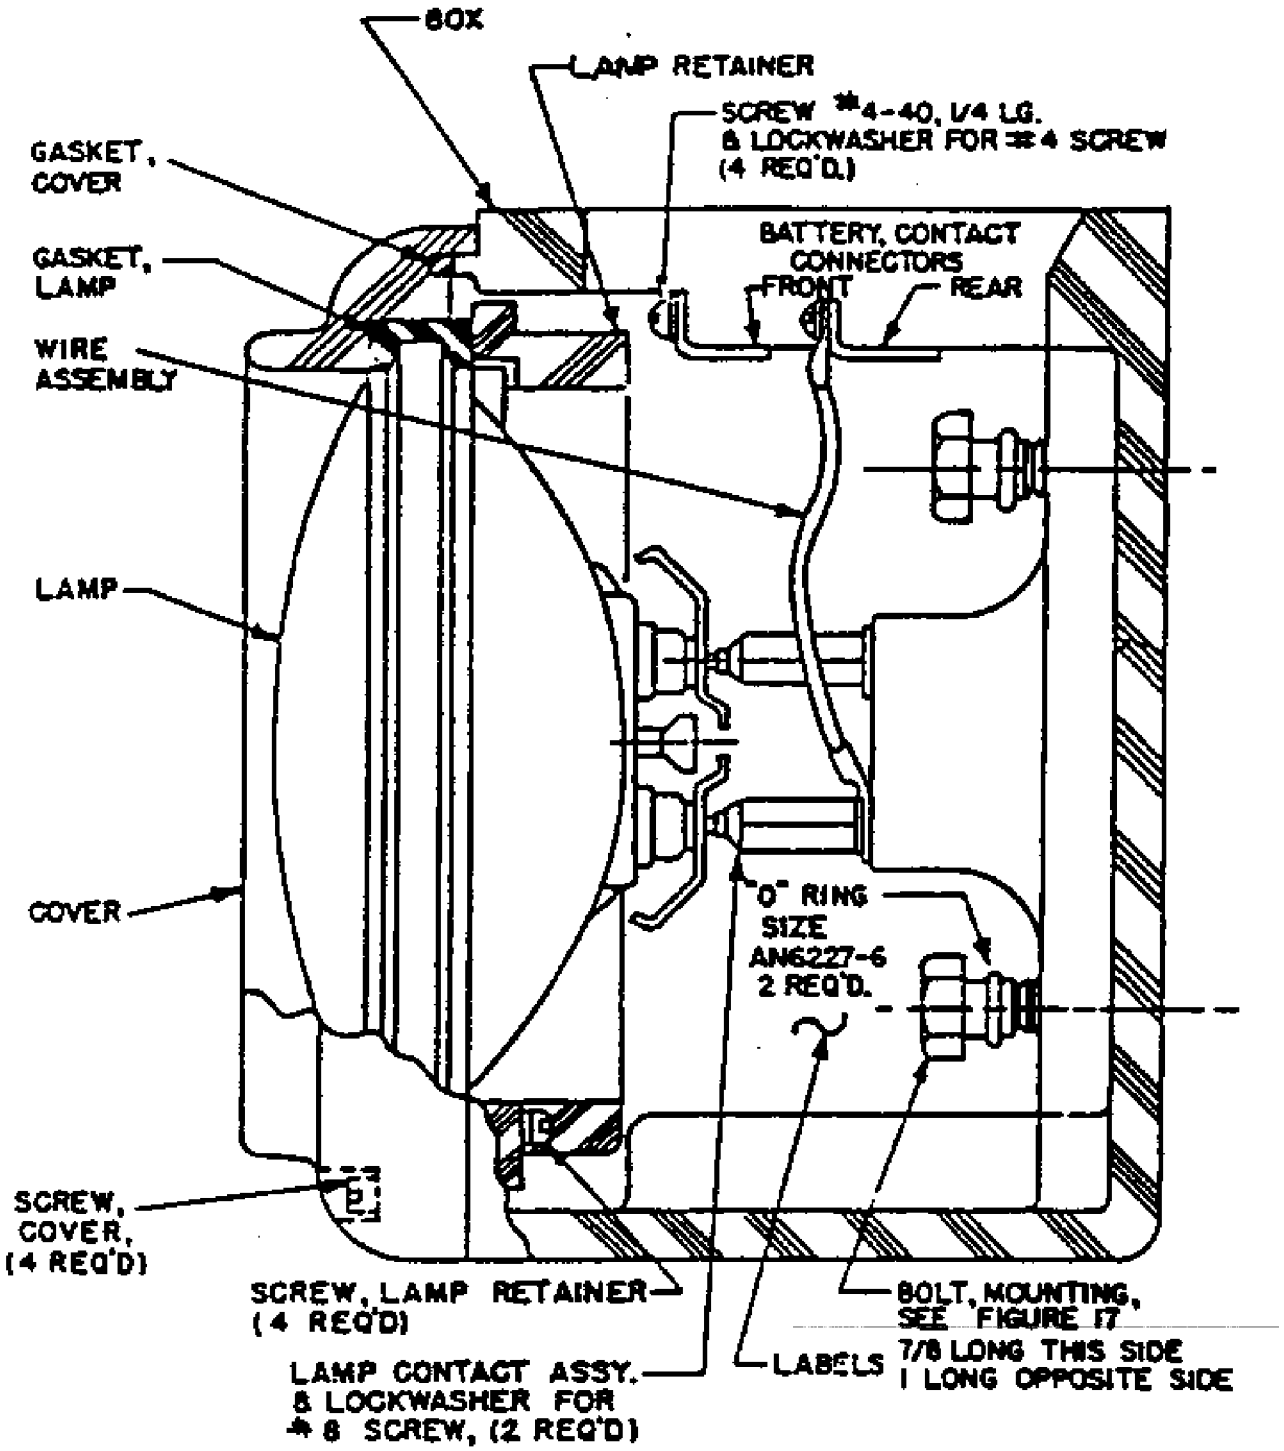

FIGURE 3. Body assembly.
1. Unless otherwise specified, all dimensions are in inches on figures 3 through 19.